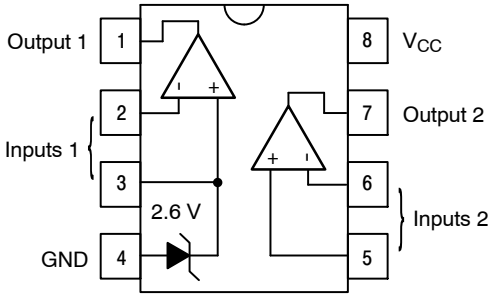

Figure 1. Functional Block Diagram
The NCP4300A is an analog regulation control circuit that is designed to simultaneously close the voltage and current feedback loops in power supply and battery charger applications. This device can control the feedback loop in either constant−voltage (CV) or constant−current (CC) mode with smooth crossover. A concise description of the integrated circuit blocks is given in below. The functional block diagram of the IC is shown in Figure 1.